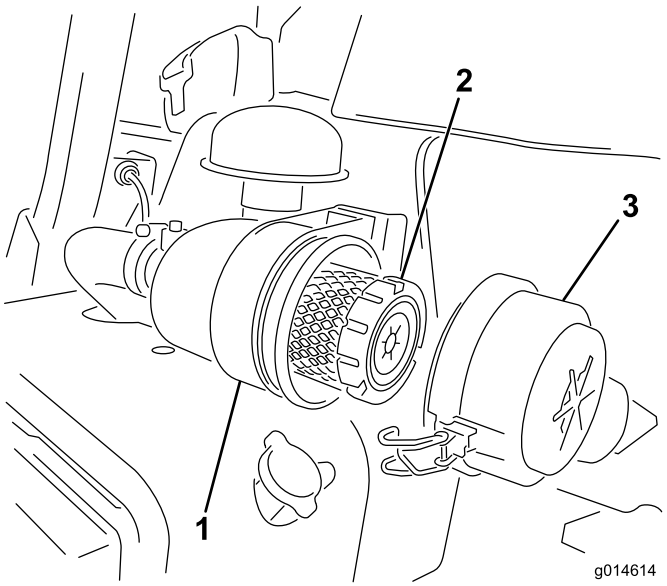

Figur 41
1. Utløs låsene som fester luftrenserdekselet til luftrenserhuset (Figur 41).
6. Fest låsene (Figur 41).